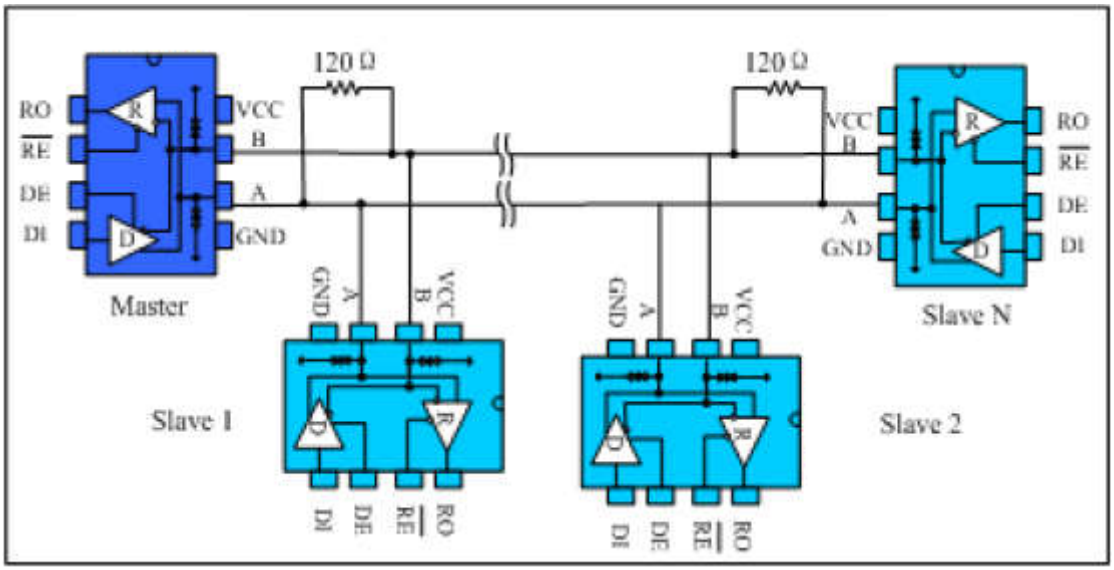

图 9 总线式 RS485 半双工通讯网络
4.1 总线式组网：HGX3485E RS485 收发器设计用于多点总线传输线上的双向数据通信。图 9 显示了典型网络应用电路。这些器件也能用作电缆长于 4000 英尺的线性转发器，为减小反射，应当在传输线两端以其特性阻抗进行终端匹配，主干线以外的分支连线长度应尽可能短。